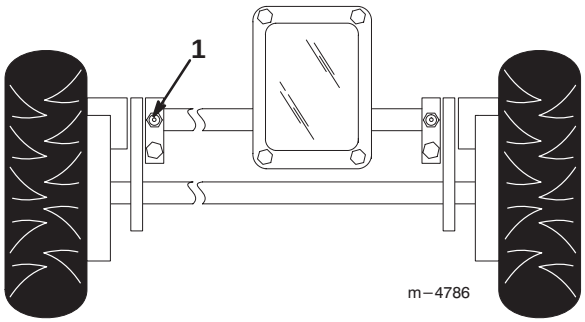

Abbildung 29
1. Die Schmiernippel mit einem sauberen Lappen abwischen (Abb. 29).